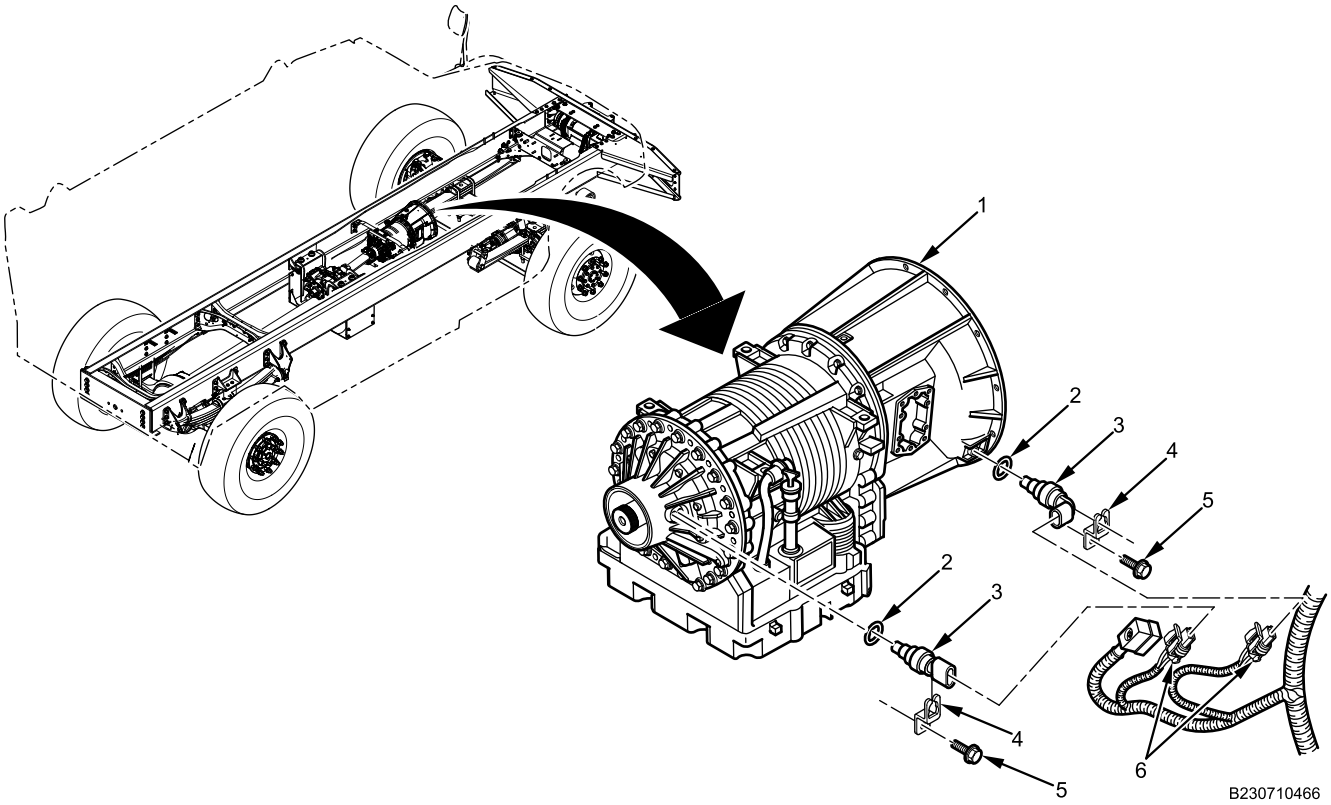

Figure 1. Transmission Input and Output Speed Sensors.
1. Remove connector (Figure 1, Item 6) from speed sensor (Figure 1, Item 3).
2. Remove bolt (Figure 1, Item 5) and retainer (Figure 1, Item 4) securing speed sensor (Figure 1, Item 3) to transmission (Figure 1, Item 1).
3. Remove speed sensor (Figure 1, Item 3) from transmission (Figure 1, Item 1).
4. Remove O-ring (Figure 1, Item 2) from sensor (Figure 1, Item 3). Discard O-ring (Figure 1, Item 2).